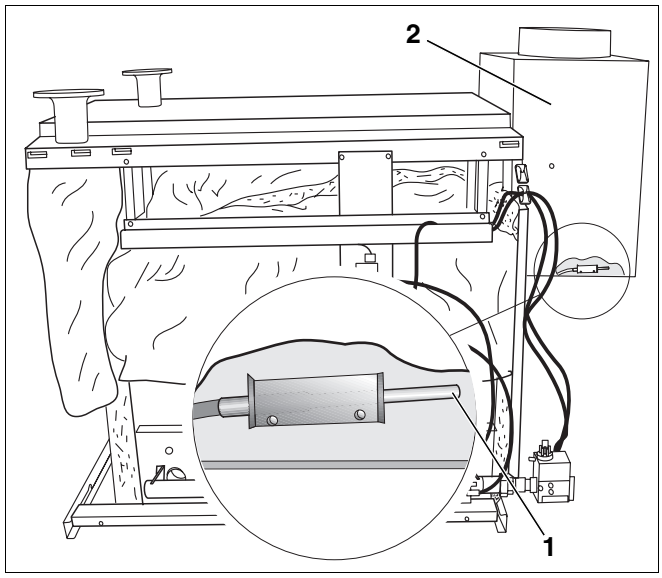

Afb. 14 Rookgastemperatuurvoeler controleren
- Schroef de rookgastemperatuurvoeler (afb. 14, **pos. 1**, in het totaal twee rookgas-temperatuurvoelers, één per brander) van de trekonderbreker (afb. 14, **pos. 2**) .
- Houd de top van de rookgastemperatuurvoeler (afb. 14, **pos. 1**) bij werkende brander in de kern van de rookgasstroom.
- Monteer de rookgastemperatuurvoeler (afb. 14, **pos. 1**) weer.